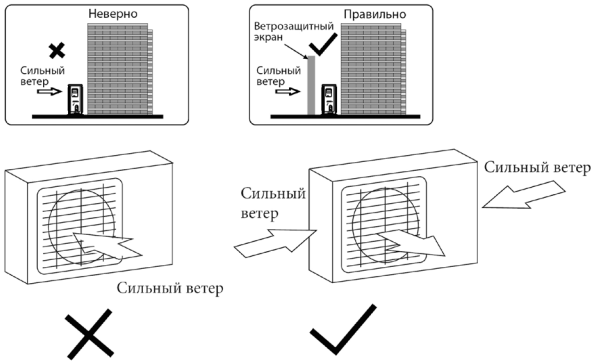

Рис. 11
- Если блок будет располагаться в условиях сильного ветра, то установите его так, чтобы выход воздуха был под углом 90° к направлению ветра. При необходимости установите защитный экран, как показано на рис. 11